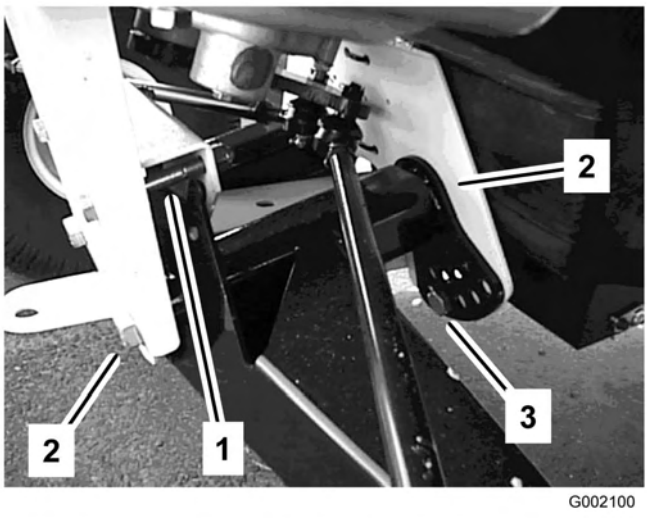

Figur 42
2. Fjerne vandringsbegrensningsbolt (Figur 42).
3. Løsne sentreringsboltene i fremre A-arm (Figur 42).
4. Fjerne kjørehøydejusteringsbolten (Figur 42).
5. Drei fremre A-arm til ønsket stilling (se merknad nedenfor) og skift ut kjørehøydejusteringsbolten (Figur 42).
7. Skift ut vandringsbegrensningsbolt (Figur 42).